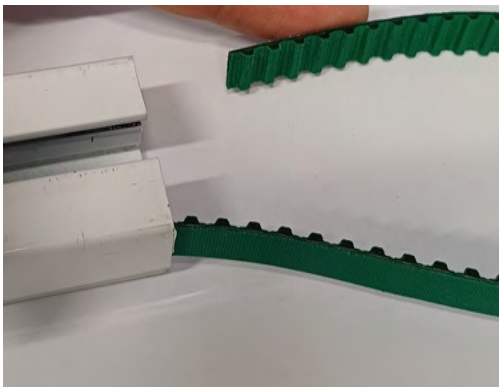

Рис. 3.20
3.2.3. Протянуть *Ремень, 100кг (801061-0000)* вместе с частью *Каретки ведущей длиной с роликом (801079-0000)* через весь карниз (Рис 3.19). Снять все детали с ремня (Рис. 3.20).